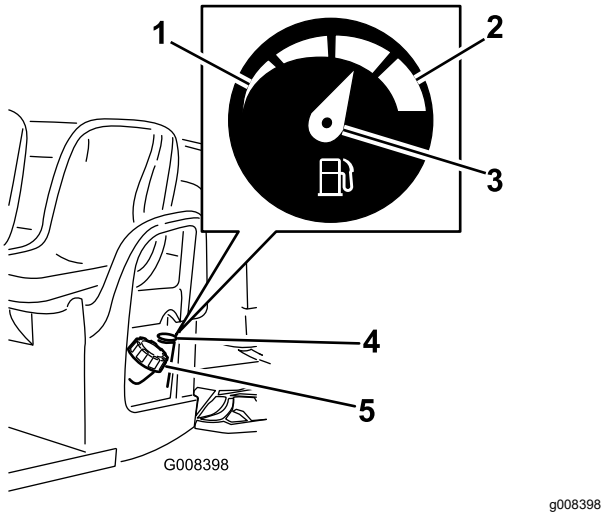

Figur 17
4. Rengjør området rundt drivstofftanklokket (Figur 17).